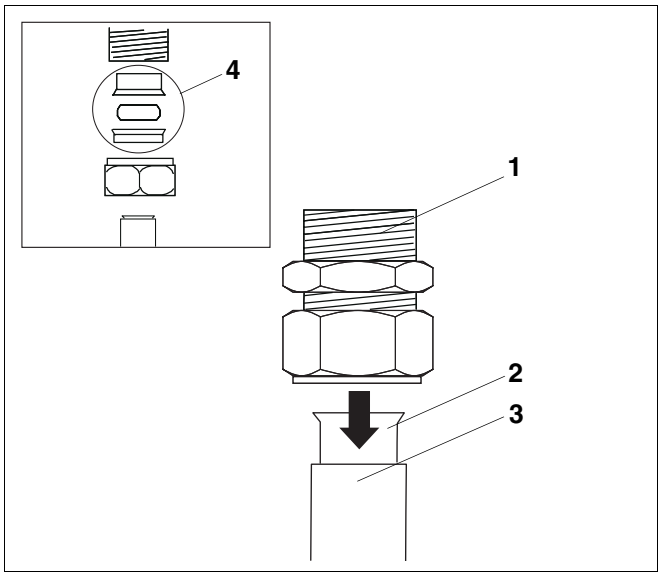

*Afb. 7 Twin-Tube 15 vastschroeven*
- Snij de Twin-Tube 15-leidingen (afb. 7, **Pos. 3**) op de juiste lengte, zodat ze 2–3 cm in de klemringschroefkoppelingen (afb. 7, **Pos. 1**) geschoven kunnen worden.
- Schuif de steunhulzen (afb. 7, **Pos. 2**) in de Twin-Tube 15-leidingen (afb. 7, **Pos. 3**).
- Schuif de, op de juiste lengte gebrachte, Twin-Tube 15-leidingen (afb. 7, **Pos. 3**) compleet, tot aan de aanslag, in de voorbereide klemringaansluitingen (afb. 7, **Pos. 1**). De klemringensets 18 mm × 15 mm moeten de Twin-Tube 15-leidingen helemaal omsluiten.
- Houd de wartelmoer en de klemringschroefkoppeling (afb. 7, **Pos. 1**) met behulp van de geschikte steeksleutels tegen.